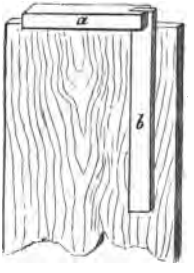

Abb. 11.
6. Das Winkelmaß muß tadellos sein. Dasselbe hat oben einen Kopf *a*, welcher an die Kante des Brettes gesetzt wird (Abb. 11). Das Blatt *b* kann bis 1 Meter lang sein.